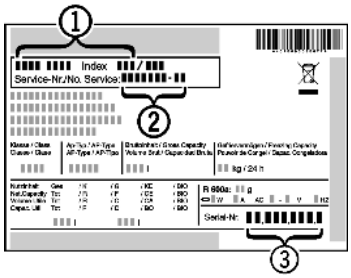

Fig. 11
- ▶ Relever la désignation de l'appareil *Fig. 11 (1)*, le n° de service *Fig. 11 (2)* et le n° de série *Fig. 11 (3)* sur la plaquette signalétique. Cette plaquette se trouve sur la paroi intérieure gauche de l'appareil.
- ▶ Informer le S.A.V. et lui communiquer la panne, la désignation de l'appareil *Fig. 11 (1)*, le n° de service *Fig. 11 (2)* et le n° de série *Fig. 11 (3)*.